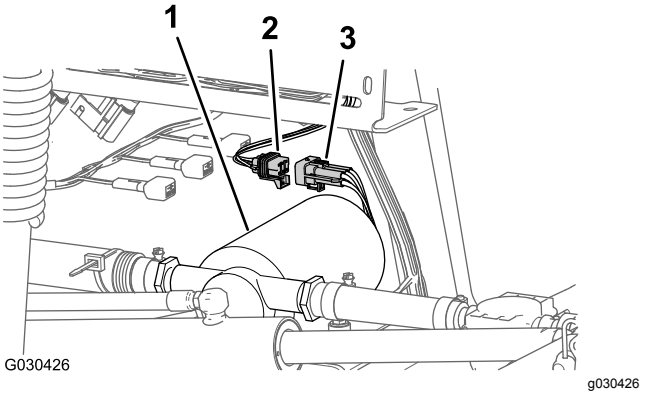

Figur 14
2. Koppla loss kontakten med sex stift på sköljpumpens kablage från kontakten med sex uttag på det bakre huvudkablaget (Figur 14).